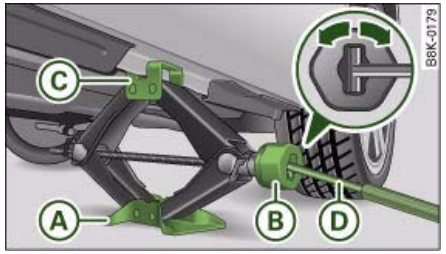

Fig. 274 Changing a wheel: Jack
– Place the jack ⇒ *page 283* underneath the **jacking point** closest to the wheel being changed. Make sure the base plate (A) is flat on the ground.
– Wind up the jack by the knob (B) until the claw of the jack (C) completely surrounds the **seam** on your vehicle ⇒ fig. 274. ▶
– Now fit the crank handle (D) onto the jack by inserting it in the opening on the knob ⇒ *page 290,* fig. 274. Turn the crank handle clockwise or anti-clockwise to secure it in place.